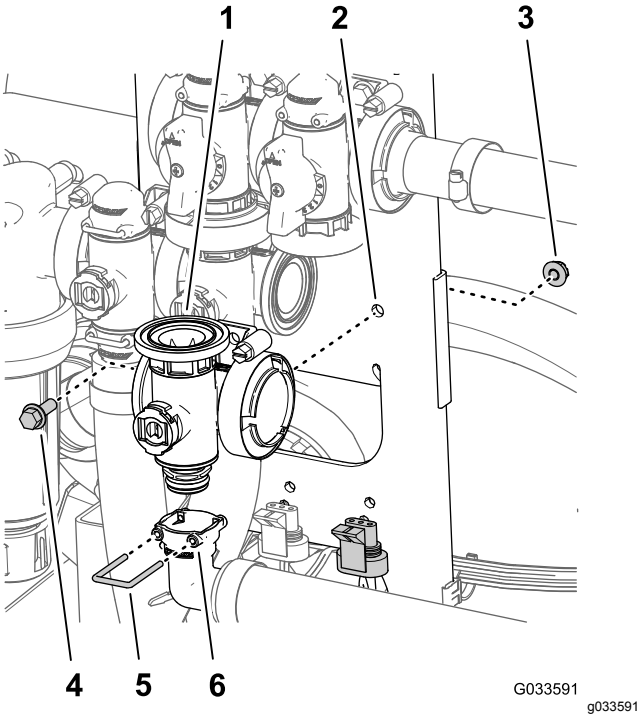

Figuur 115
2. Verwijder de borgclip waarmee de uitgaande fitting van 90° aan de verdelerkoppeling voor de hoofdklep van de spuitboom is bevestigd (Figuur 115).
3. Verwijder de flenskopbout (¼" x ¾") en flensborgmoer (¼") waarmee de hoofdklep van de spuitboom is bevestigd aan de klepbevestiging en verwijder de klepverdeler uit de machine (Figuur 115).